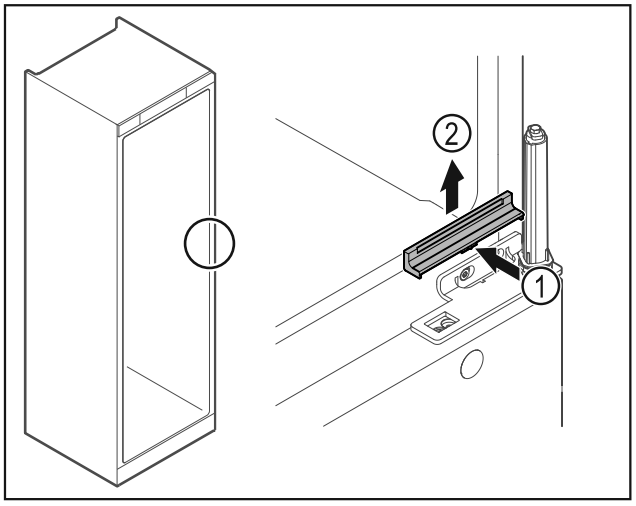

Fig. 21
▶ Apăsați apărătoarea *Fig. 21 (1)* ușor în centru și detașați-o în sus *Fig. 21 (2)*.